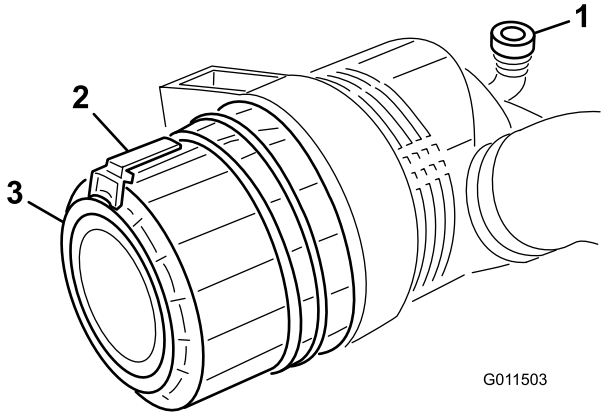

Figuur 48
1. Trek de vergrendeling naar buiten en draai het luchtfilterdeksel linksom (Figuur 48).
7. Monteer het deksel met de rubberen uitlaatklep (Figuur 48) naar beneden gericht - in een stand tussen ongeveer 5:00 tot 7:00 uur, gezien vanaf het uiteinde. Maak de sluiting vast.